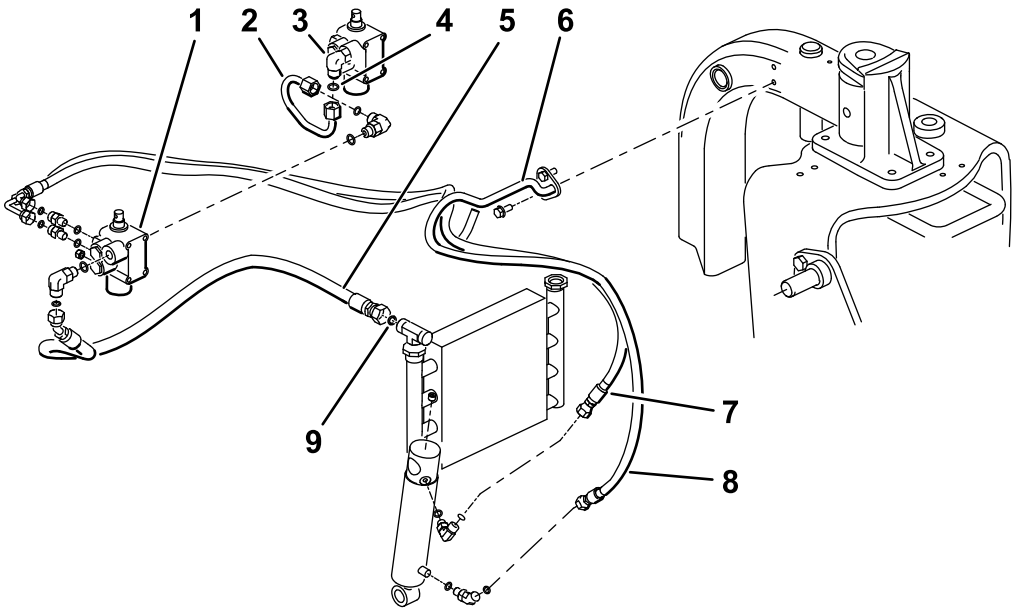
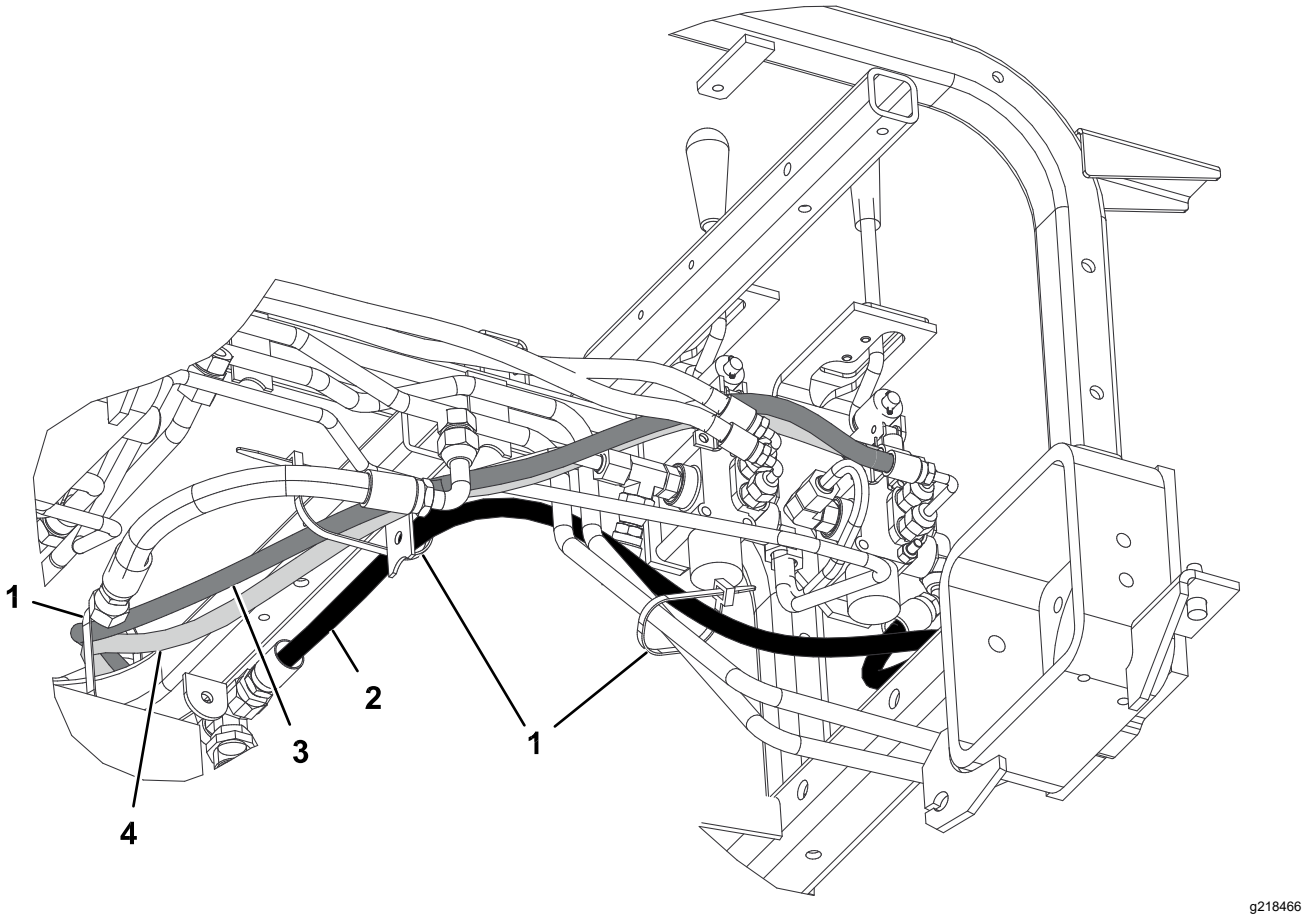

Figur 20
Figur 21
1. Forbind røret (delnr. 108-8447) med 90°-fittingen på venstre side af den nye ventil og den fjernede fitting på den eksisterende løfteventil (Figur 20).
2. Forbind hydraulikslangens 45°-fittingendestykke (delnr. 108-8449) med 90°-fittingen på højre side af ventilen og slangens lige endestykke på den tomme oliekølerfitting (Figur 20). Se Figur 21 og Figur 22 for at få oplysninger om slangeføringen.
4. Forbind hydraulikslangens korte 90°-fittingendestykke (delnr. 108-8453) med den øverste lige fitting bagpå ventilen. Før slangen gennem spiralslangeholderen, og forbind slangens lige ende med den øverste hydraulikcylinderfitting (Figur 20). Se Figur 21 og Figur 22 for at få oplysninger om slangeføringen.
5. Forbind hydraulikslangens lange 90°-fittingendestykke (delnr. 108-8454) med den nederste lige fitting bagpå ventilen. Før slangen gennem spiralslangeholderen, og forbind slangens lige ende med den nederste hydraulikcylinderfitting (Figur 20). Se Figur 21 og Figur 22 for at få oplysninger om slangeføringen.
7. Fastgør slangerne på maskinen på de punkter, der er vist i Figur 21 og Figur 22 med kabelbånd.